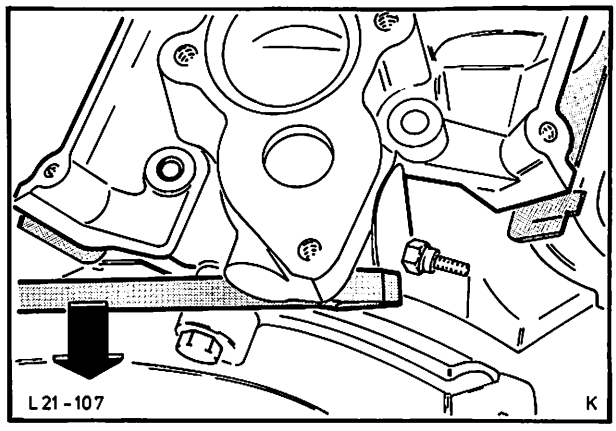

Abb. 143 Ansaugkopf abbauen
10. Ansaugkopf (4 Schrauben, 2 Muttern) abbauen. Falls erforderlich, Ansaugkopf mit einem Hebel von der Dichtung lösen, nicht mit einem Schraubenzieher zwischen die Dichtflächen gehen, Abb. 143.